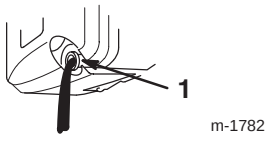

Bild 23
5. Kippen Sie den Rasenmäher auf seine **linke** Seite und lassen Sie das Öl in das Auffanggefäß ablaufen (Bild 23).